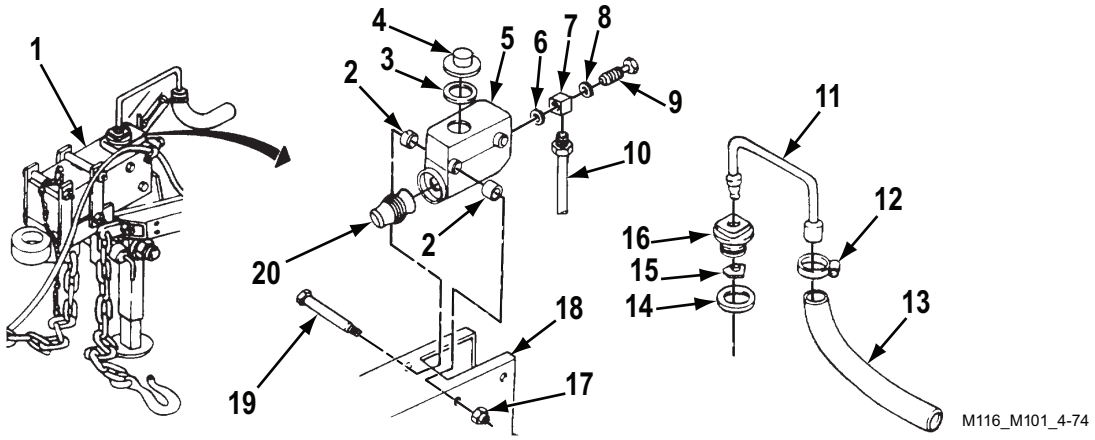

Figure 1. Master Cylinder Removal.
1. Disconnect hydraulic brake front tube assembly (Figure 1, Item 10) from connector (Figure 1, Item 7) at master cylinder (Figure 1, Item 5).
2. Remove two self-locking nuts (Figure 1, Item 17) and cap screws (Figure 1, Item 19), four spacers (Figure 1, Item 2), and master cylinder (Figure 1, Item 5) from channel (Figure 1, Item 18). Discard self-locking nuts (Figure 1, Item 17).
3. Remove boot (Figure 1, Item 20) from master cylinder (Figure 1, Item 5) or from inside hydraulic brake actuator assembly (Figure 1, Item 1).
4. Remove fluid passage bolt (Figure 1, Item 9), washer (Figure 1, Item 8), connector (Figure 1, Item 7), and washer (Figure 1, Item 6) from master cylinder (Figure 1, Item 5).
5. Remove cap (Figure 1, Item 4) and gasket (Figure 1, Item 3) from master cylinder (Figure 1, Item 5). Discard gasket (Figure 1, Item 3).
6. Loosen clamp (Figure 1, Item 12) and remove drain hose (Figure 1, Item 13) from vent tube (Figure 1, Item 11).
7. Remove vent tube (Figure 1, Item 11), filler cap (Figure 1, Item 16), baffle (Figure 1, Item 15), and gasket (Figure 1, Item 14) from master cylinder (Figure 1, Item 5). Discard gasket (Figure 1, Item 14).